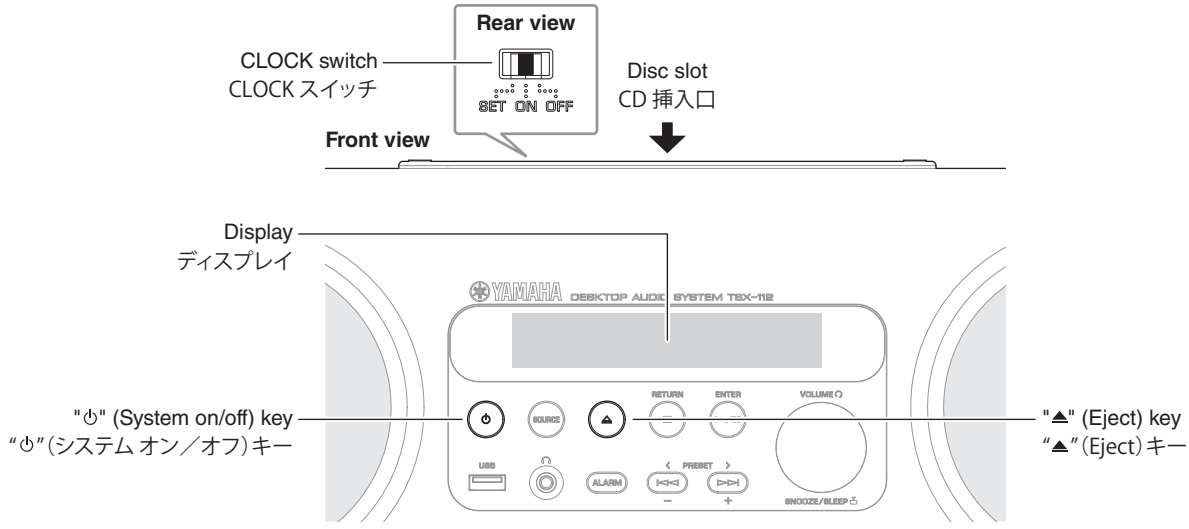

Fig. 1
1. Press the "⏻" (System on/off) key to turn on the power. (Fig. 1)
2. Insert the audio CD into the Disc slot. (Fig. 1)
3. Press the "⏻" (System on/off) key to turn off the power. (Fig. 1)
4. Set the CLOCK switch to "ON" position. (Fig.1)
1. "⏻"（システム オン／オフ）キーを押して電源を入れます。（Fig. 1）
2. CD 挿入口にオーディオ CD を入れます。（Fig. 1）
3. "⏻"（システム オン／オフ）キーを押して電源を切ります。（Fig. 1）
4. CLOCK スイッチを "ON" にセットします。（Fig. 1）